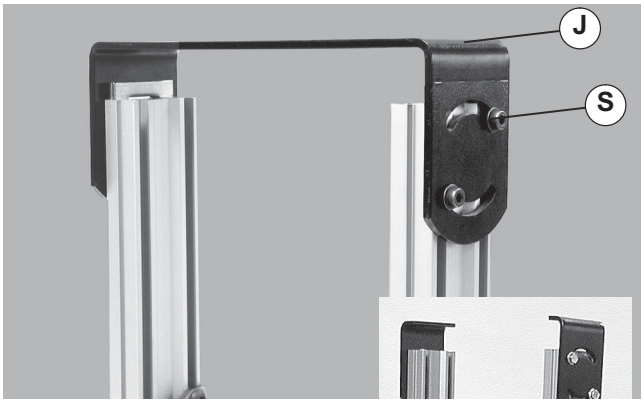

Figure 10
Failure to secure screws (Figure 10, item S) may cause conveyor sections to drop down causing severe injury.
9. Align conveyor mounting bracket (Figure 10, item J) with u–nuts. Attach flange socket screws (S) through bracket and into u–nuts. Tighten flange socket screws (S) to 150 in–lb (17 N–m).